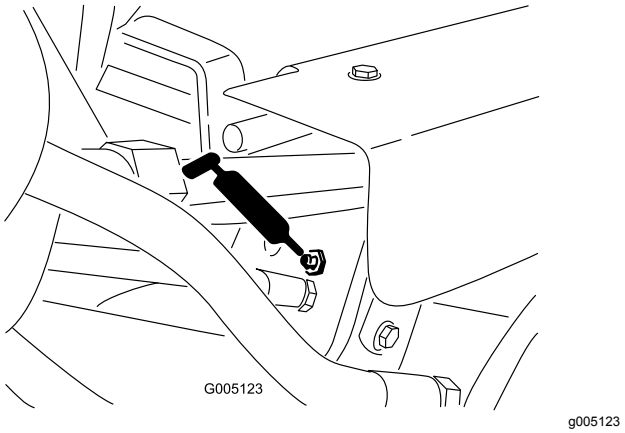

Figur 40
- Løftecylindre (3) (Figur 40)